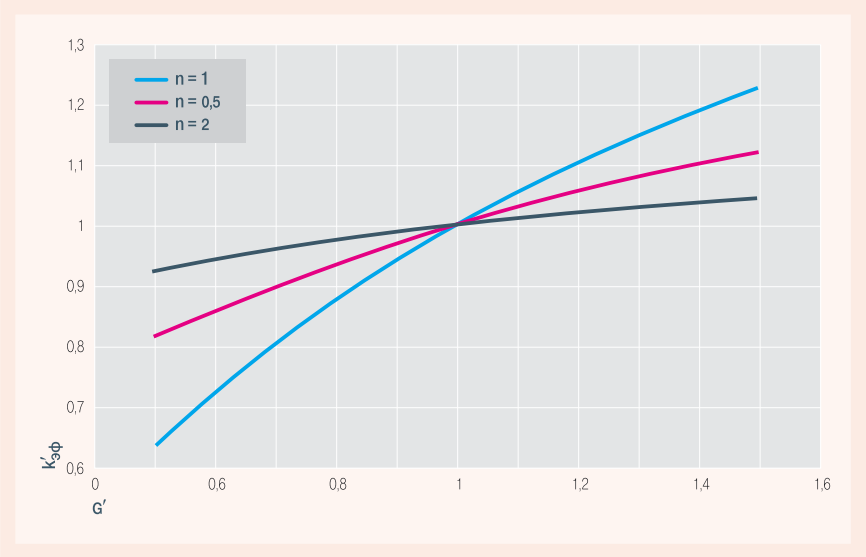

Рис. 3. Зависимость $k'_{эф}$ от G′ при разных показателях n
Таким образом, при уменьшении или увеличении расхода антифриза на половину от первоначальной величины температурная эффективность варьируется в диапазоне от 0,29 до 0,55 или от 64 до 123 % к исходному значению. Следовательно, повысить $k_{эф}$ за счет интенсификации циркуляции, вообще говоря, значительно сложнее, чем понизить. Поэтому подобный процесс трудно рассматривать как источник заметного резерва для осуществления более глубокой теплоутилизации. Это особенно очевидно, если учесть, что при этом резко возрастают гидравлические потери в циркуляционном контуре, а значит, и мощность, потребляемая насосом. К тому же тогда циркуляционный насос изначально должен быть рассчитан на возможность создания расхода промежуточного теплоносителя, существенно превышающего номинальный. Однако окончательное решение, как всегда в подобных ситуациях, лежит в технико-экономической плоскости, и при соответствующем обосновании может быть реализовано. В общем случае коэффициенты теплопередачи воздухонагревателя и воздухоохладителя меняются пропорционально скорости, а следовательно и расходу промежуточного теплоносителя, взятым в некоторой степени, т.е. $NTU \sim (G')^n$, где обычно показатель $n < 1$. Чтобы учесть данное обстоятельство, в знаменателе выражения (4) вместо G' необходимо использовать $(G')^n$, и тогда, очевидно, зависимость $k_{эф2}$ и $k'_{эф}$ от G' будет более слабой, чем в рассмотренном примере. В этом несложно убедиться, анализируя рис. 3, где приведены результаты расчетов $k'_{эф}$ для тех же условий, но при разных значениях параметра n.